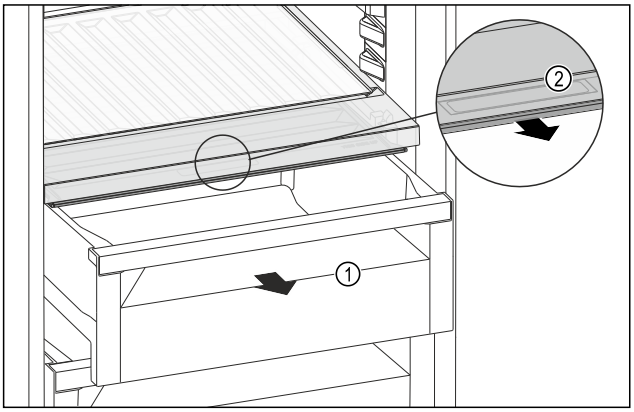

*Fig. 210*
▶ Extrageți sertarul *Fig. 210 (1)*.
▶ Prindeți mânerul încastrat *Fig. 210 (2)* de la capacul compartimentului și trageți concomitent capacul compartimentului spre partea frontală.